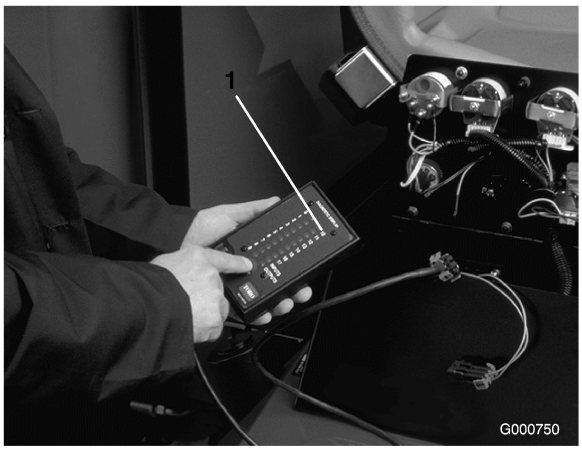

Figur 27
3. Slut ACE-fejlfindingsdisplayets stik til ledningsnettets stik (Figur 27). Sørg for, at den korrekte skabelonmærkat er sat på ACE-fejlfindingsdisplayet.